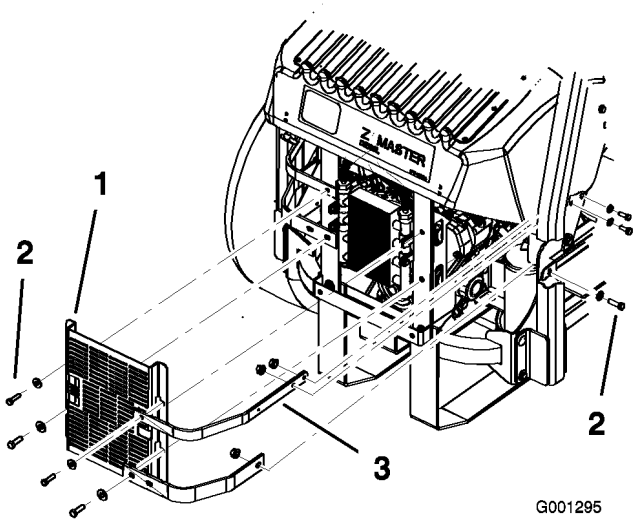

Figur 61
3. Fjern de fire boltene som fester oljekjølervernet til den bakre rammen (Figur 61).
4. Fjern de tre boltene som fester motorstroppene til maskinens side (Figur 61).
12. Fest oljekjølerdekselset og motorstroppene til bakrammen med de fire boltene du fjernet tidligere (Figur 61).
13. Fest motorstroppene til siden av maskinen (Figur 61).